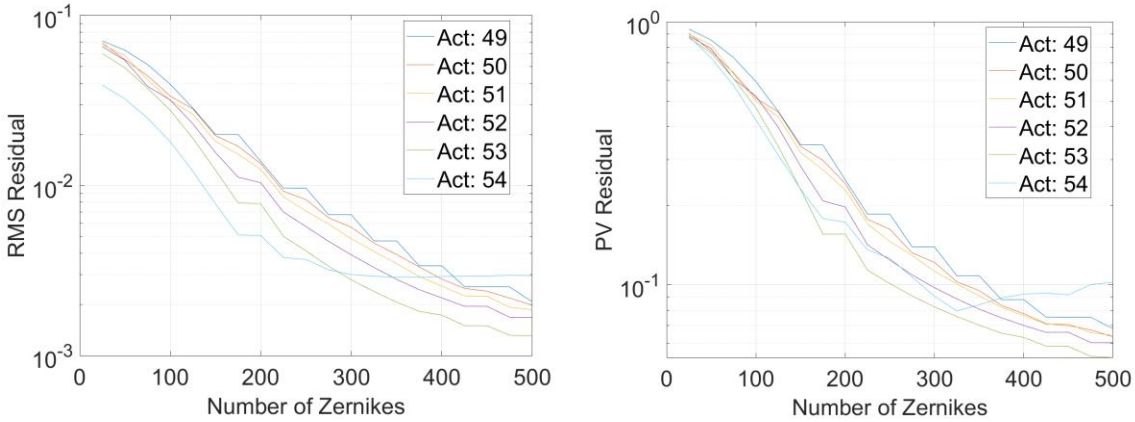

Figure 3: Fit Residual Amplitude in RMS (left) and Peak-To-Valley (right)
Figure 3 shows the RMS and peak-to-valley (PV) residual to the fit for varying number of Zernike terms in the fit. It is easy to see that the PV residual trends toward one as the number of Zernikes used in the fit decreases due to the actuator influence function normalization. The PV does not get below 10% for all actuators until around 375 Zernikes are used. We only studied up to 500 Zernike terms so the PV never reached below 1%. The RMS results are better numerically but never get below 0.1% fit error up to 500 Zernikes. Visually, the fits start to look good around 300 Zernikes.